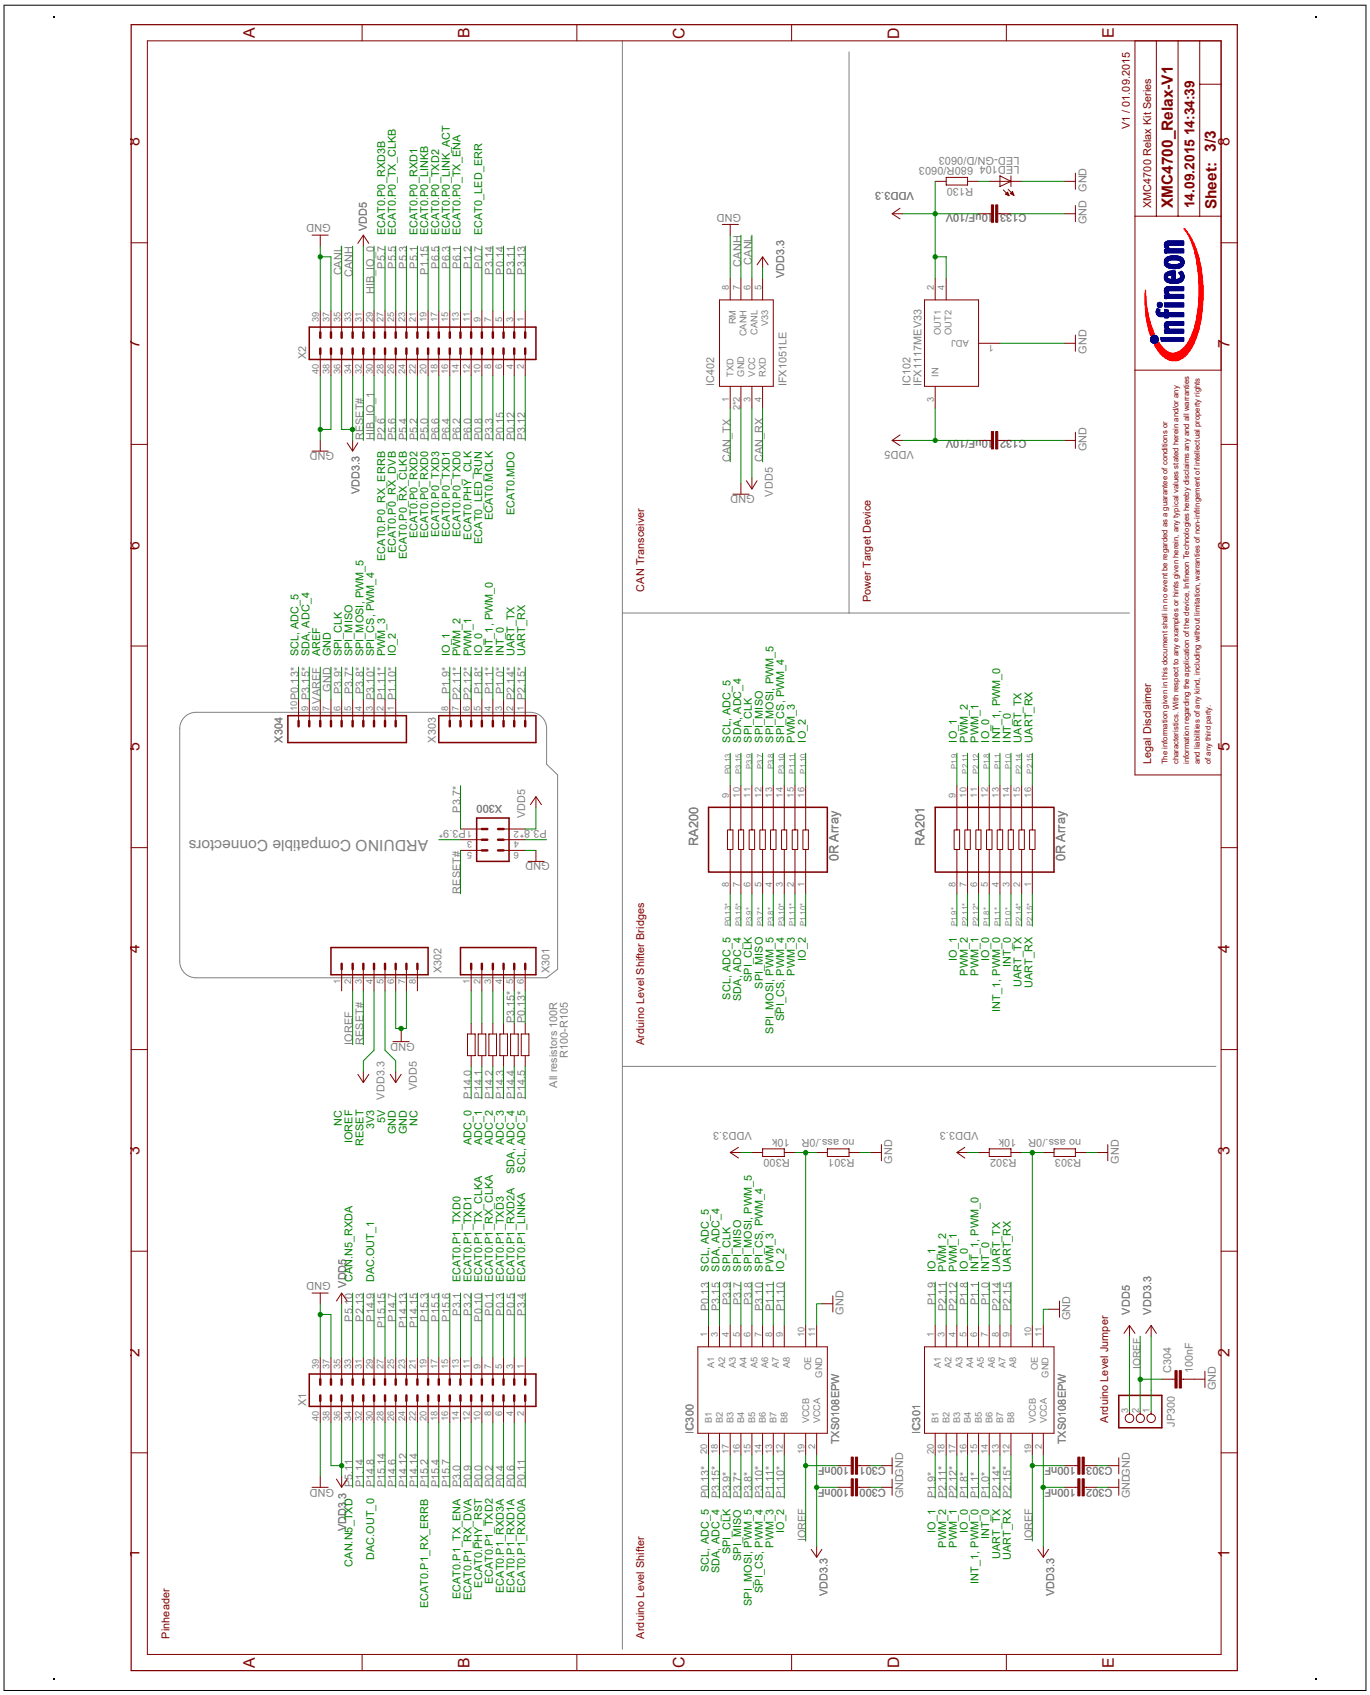

Figure 11 **Relax Kit Schematic: Pin Header, Voltage Level Shifter, Power Supply, CAN transceiver**
- Figure 11: Relax Kit Schematic: Pin Header, Voltage Level Shifter, Power Supply, CAN transceiver